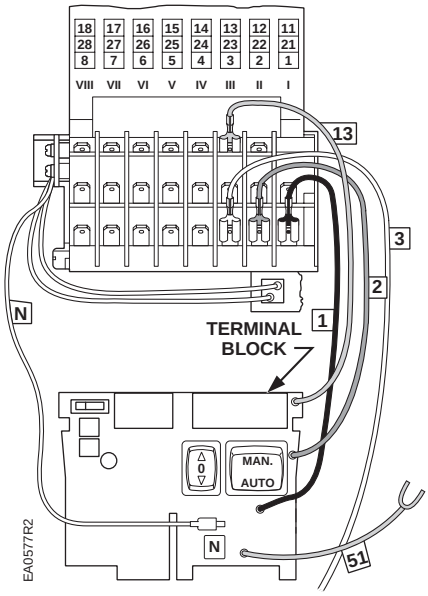

Figure 22.
8. Make the following connections to the actuator: See Figure 22.